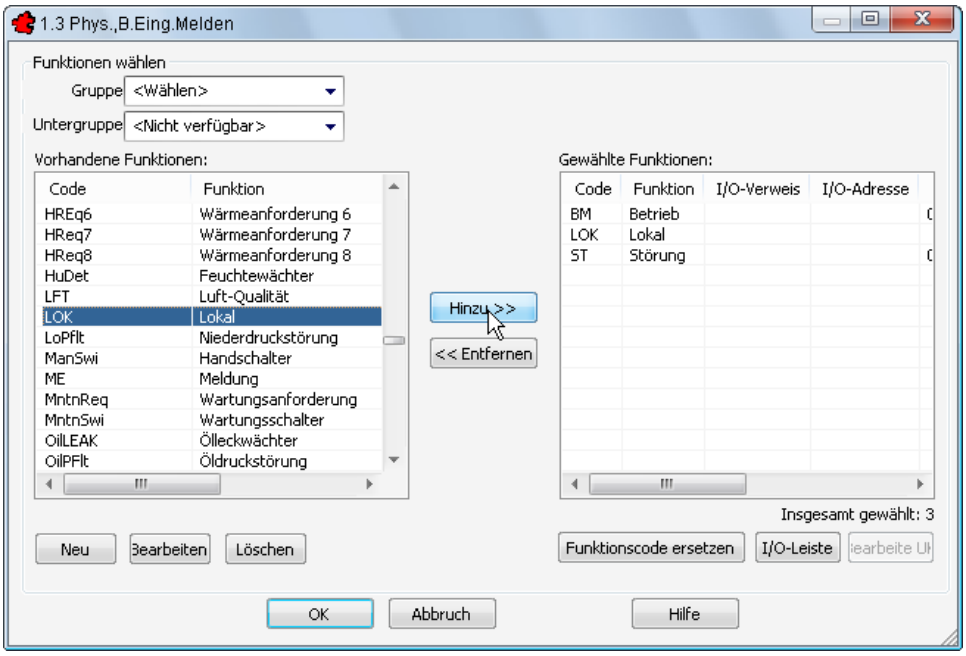

Bild 31.3 – Hinzufügen einer Funktion zu einem Feldgerät
- Die Dialogbox mit den Funktionscodes erscheint. Fügen Sie die aus der Liste der *vorhandenen Funktionen* die Funktion *LOK Lokal* hinzu und bestätigen Sie (Abb. 31.3).